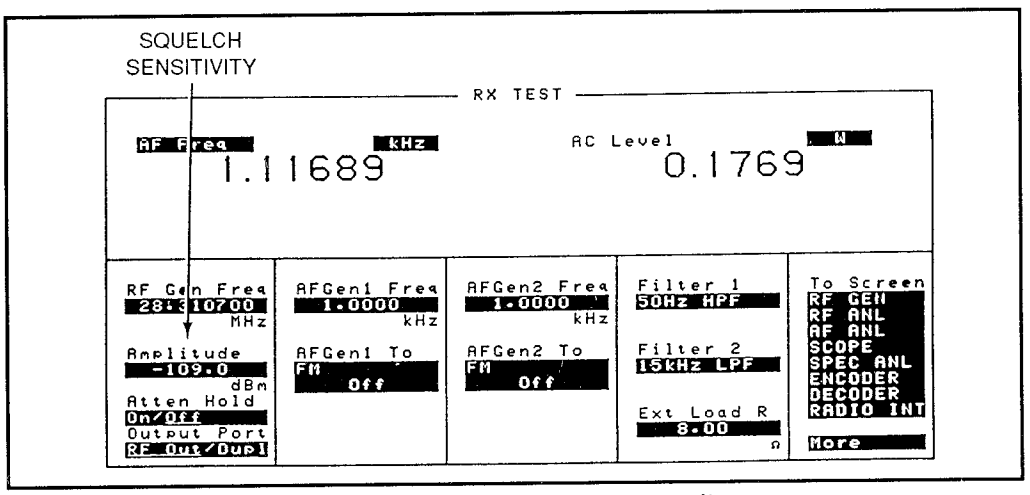

Figure 26: SSB squelch sensitivity measurement results
9. On the HP 8920A, increase **Amplitude** until the receiver's squelch just opens. Minimum squelch sensitivity is displayed on the screen (1) as **Amplitude** as shown in Figure 26. Set **Amplitude** to -137 dBm and verify that squelch closes. If not, repeat steps 8 and 9.
12. On the HP 8920A, increase **Amplitude** until the receiver's squelch just opens; record this level. Maximum squelch sensitivity is displayed on the screen (1) as **Amplitude** as shown in Figure 26; record this level. Decrease **Amplitude** until the receiver's squelch just closes; record this level. Maximum squelch hysteresis is the difference between the two readings.